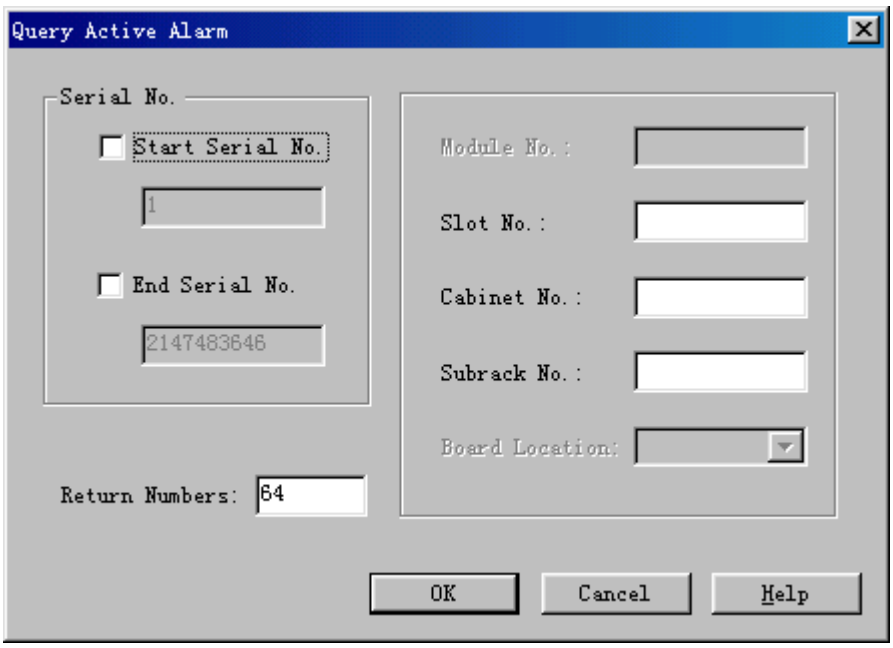

Figure 5-6 Query Active Alarm dialog box
1) In the NodeB alarm management system, select **Query** -> **Query Active Alarm**. The **Query Active Alarm** dialog box opens up as shown in Figure 5-6.